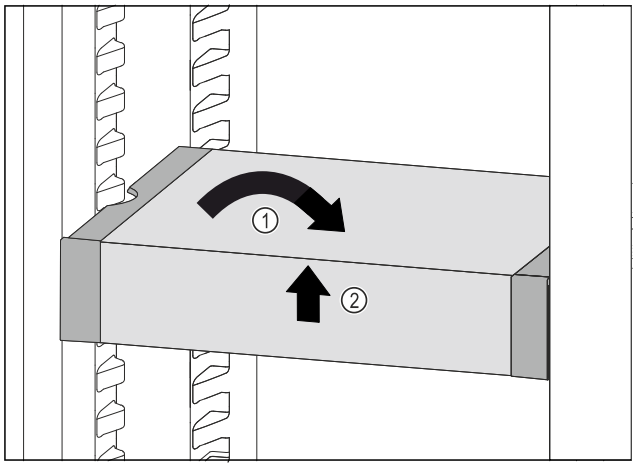

Fig. 93
▶ VarioSafe gerade stellen. *Fig. 93 (1)*
▶ VarioSafe vorne anheben. *Fig. 93 (2)*